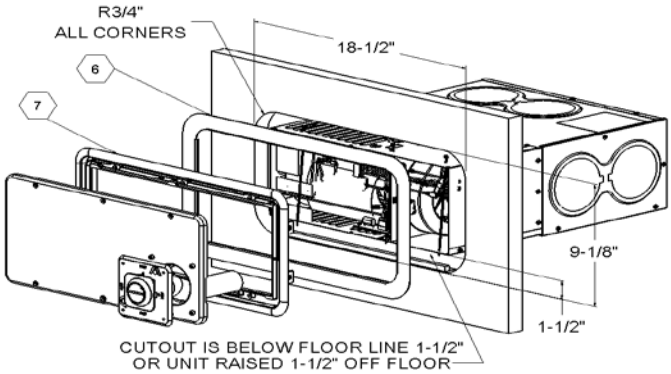

Fig.2
2. Install wood shims or blocking between bezel tabs and wall cutout setting shim 5/16" from face of wall. Flush door mounting tabs should not have more than 1/16" gap or bezel could distort when screwed in place (See Fig. 2).
4. Caulk (6) trim ring on both sides of part.
5. Place trim ring on back of (7) bezel with flanges towards inside of coach.
7. Pull furnace forward until flush with bezel inside ring and put 6 screws through bezel into furnace casing (Fig. 2). For more detailed information see installation manual supplied with furnace.